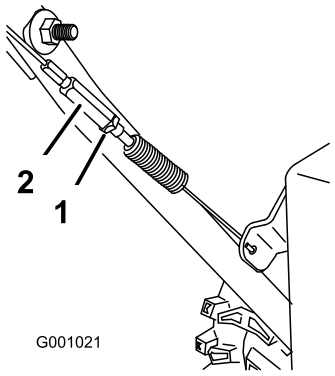

**Figur 45**
3. Dra åt kontramuttern (Figur 45).